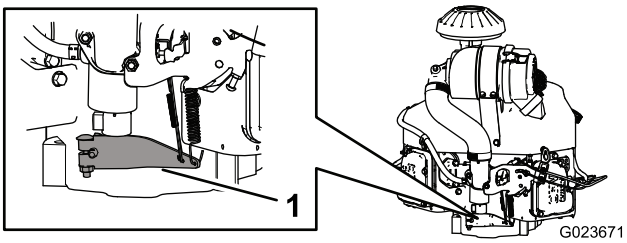

Figur 67
3. Tryck varvtalsspakens fjäderände nedåt (Figur 67).